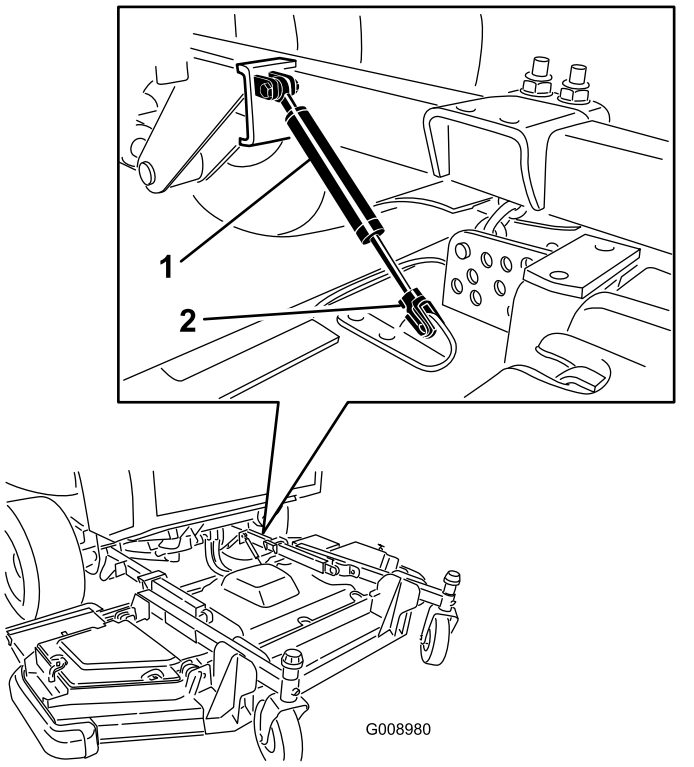

Bild 130
3. Nehmen Sie den Befestigungsclip ab und schließen den Stoßdämpfer vom Mähwerk ab (Bild 130).